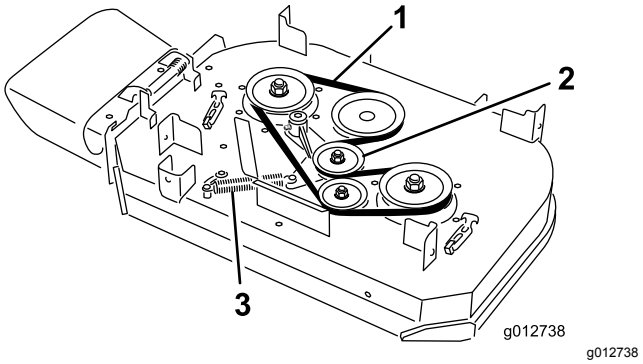

Bild 63
4. Entfernen Sie die Feder vom Ankerpfosten am Spannscheibenarm (Bild 63).
5. Nehmen Sie den verschlissenen Mähwerkriemen ab (Bild 63).
6. Verlegen Sie einen neuen Mähwerkriemen um die Kupplungsscheibe, die Riemenscheiben des Mähwerks und Spannscheibe (Bild 63).
7. Setzen Sie die Feder auf den Ankerpfosten am Spannscheibenarm ein (Bild 63).
8. Setzen Sie die Feder auf den Ankerpfosten am Spannscheibenarm ein (Bild 63).